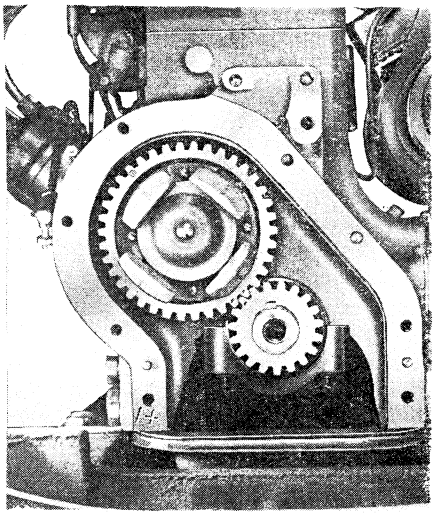

*Fig. MH6—Continental N62 timing gears and valve timing marks. Oversize marking on cam gear corresponds with 1+ mark on gear case gasket surface.*
19. **TIMING GEARS.** If the gears are to be removed, camshaft removed or crankshaft end play adjusted, the radiator must be drained and removed in addition to the work performed in the preceding paragraph. As will be noted in Fig. MH6, the timing gears are meshed so that the punch marked tooth of crankshaft gear is between the two punch marked teeth of camshaft gear.
Note markings (Fig. MH6) on gear cover gasket surface of crankcase. This indicates correct oversize or undersize gear to be used in this block. In this instance, it indicates that camshaft gear one size over standard should be used. The gear will be similarly marked on its forward face.